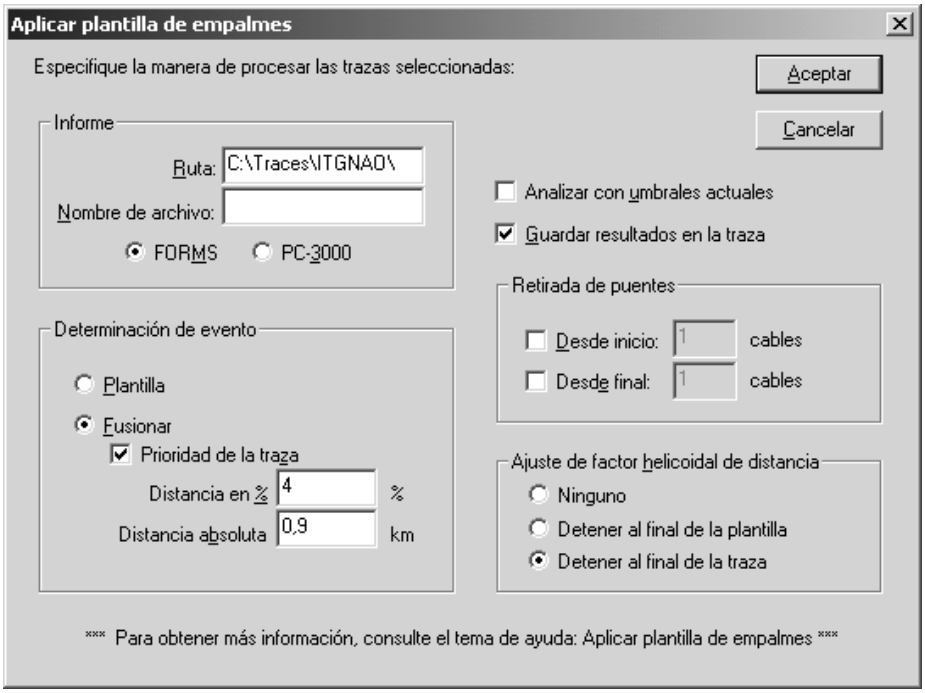

Figura 11-4: Cuadro de diálogo Aplicar plantilla de empalme
4. Configure el cuadro de diálogo Aplicar plantilla de empalme tal y como se muestra en Figura 11-4.